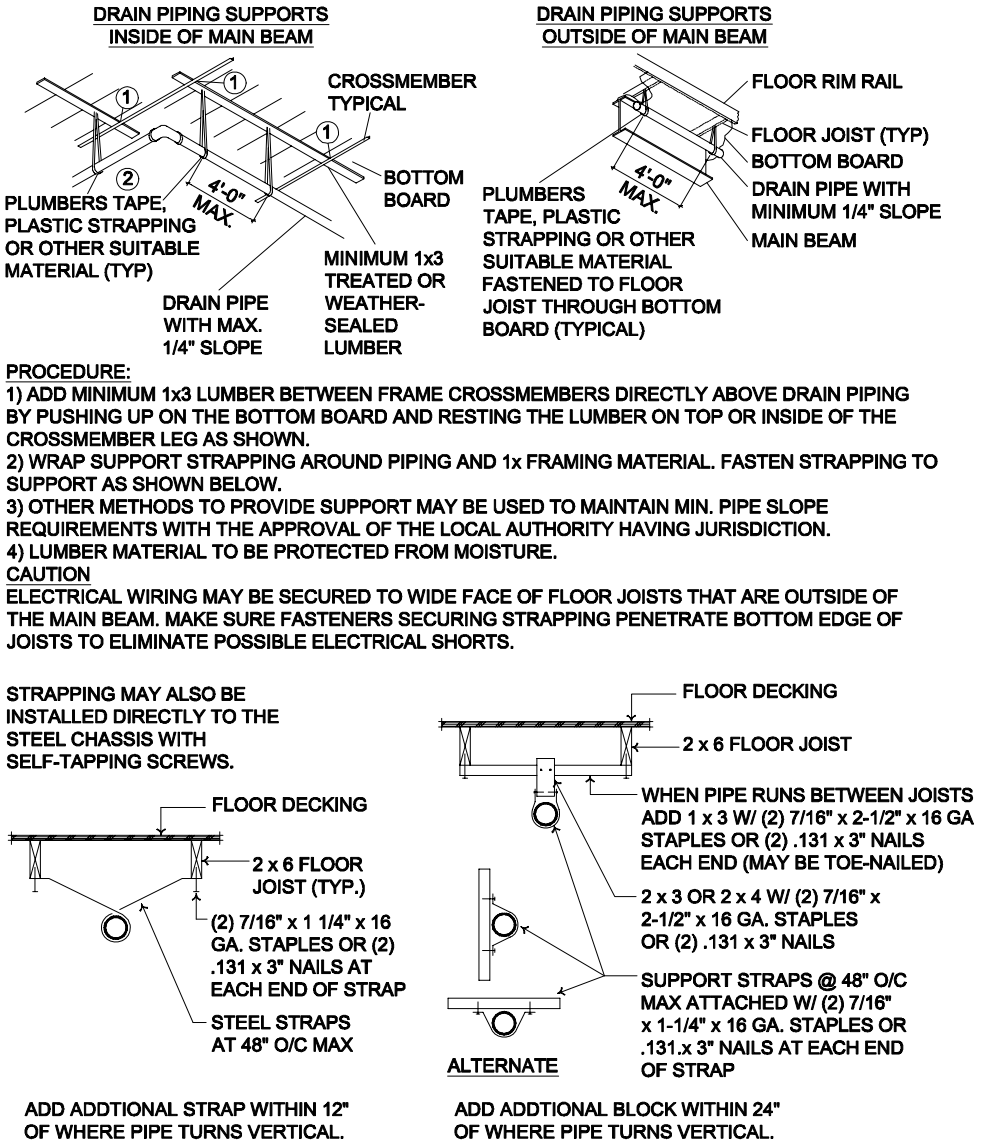

Figure 50. *DWV pipe support options*
5. **Install supports.** Install permanent drain line supports at a distance of four feet o.c. or less (see **Figure 50**). Alternate DWV pipe support may be used if approved by the local authority having jurisdiction.